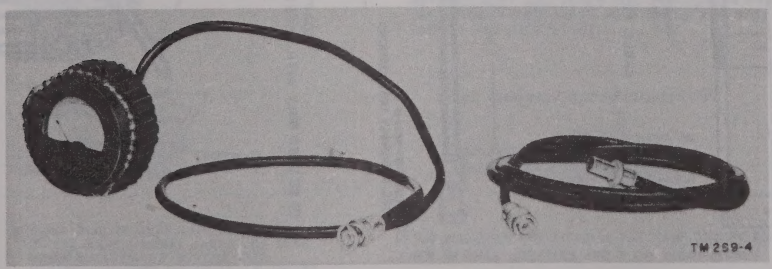

Figure 62. Dummy antenna.
(1) Dummy antenna, consisting of a 40-ohm, 100-watt, noninductive type resistor assembly, in series with an r-f ammeter such as Weston model No. 425 or equal (fig. 62).
(2) Antenna base and mast sections of type to be used with the receiver-transmitter (par. 8*a*(4)).
(1) Connect a 40-ohm, 100-watt, noninductive type resistor in series with an r-f output meter (par. 52*f*). Connect the series arrangement of the two to one end of a short piece of coaxial cable. Fit the other end of the cable with a coaxial connector plug (male) to mate with coaxial ANT connector J307 on the front panel.
(2) If a 40-ohm, 100-watt, noninductive type resistor is not available, an alternate type of dummy load (figs. 62 and 63) can be constructed.
(3) Connect the prepared dummy load into the ANT connector of the receiver-transmitter.